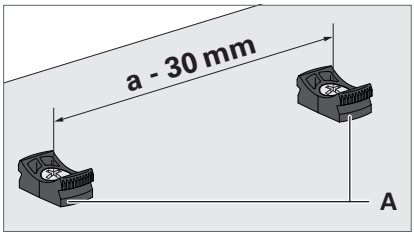

Fig. 3: Befestigungselemente montieren.
- ▶ Montieren Sie die Befestigungselemente **A** parallel zueinander mit geeigneten Schrauben an die Montagefläche, siehe Fig. 3.